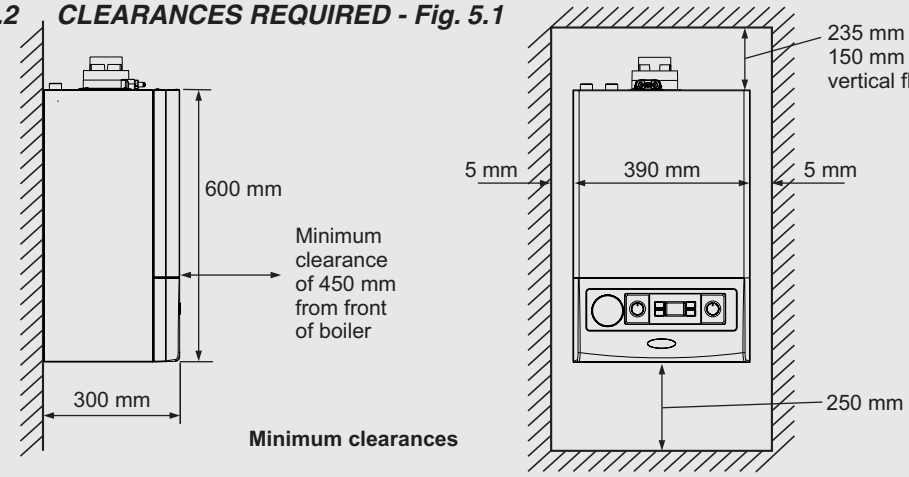

Fig. 5.1
5.2 CLEARANCES REQUIRED - Fig. 5.1